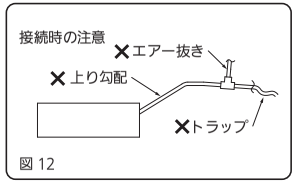

図 12
- 接続部より上り勾配で配管しないでください。（図 12）
- エアー抜き管は付けないでください。（図 12）
- 途中に立上げやトラップを作らないでください。（図 12、14）